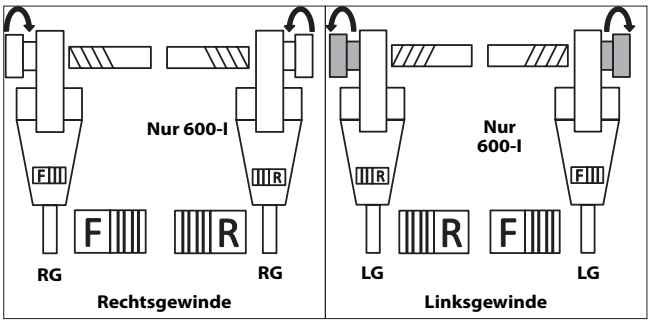

Abbildung 10 - Schiebeschalter/Ausrichtung Schneidkopf
7. Stellen Sie den F/R-Schiebeschalter der Maschine für das zu schneidende Rechts- oder Linksgewinde ein. *Siehe Abbildung 10.*